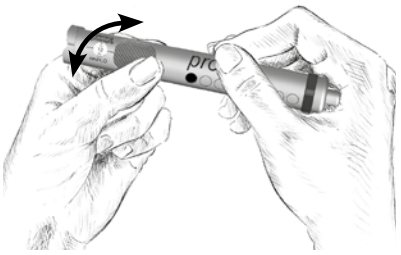

Fig. 9: Modificación de la presión en el Instrumento de ajuste
3. Para ajustar la presión de apertura necesaria en el Instrumento de ajuste *proSA*, se debe girar la esfera moleteada de la unidad (Fig. 9)